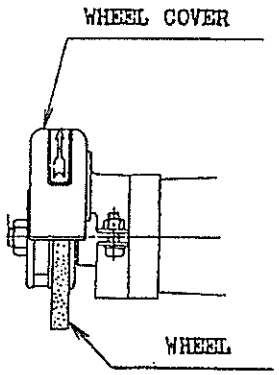

Fig. 14
- Attach the opening of the wheel cover upward. (As shown in Fig. 14)
- Reattach the wheel covers turned downward. As shown in Fig 14
- Slightly loosen the nut of the wheel spindle way ⑱ clamping bolt㊹. (Only one part on the upper side)